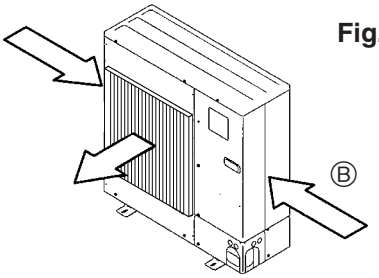

Fig. 2-5
③ Posicione a unidade de forma a que o ar seja libertado perpendicularmente à direcção do vento, se possível. (Fig. 2-5)